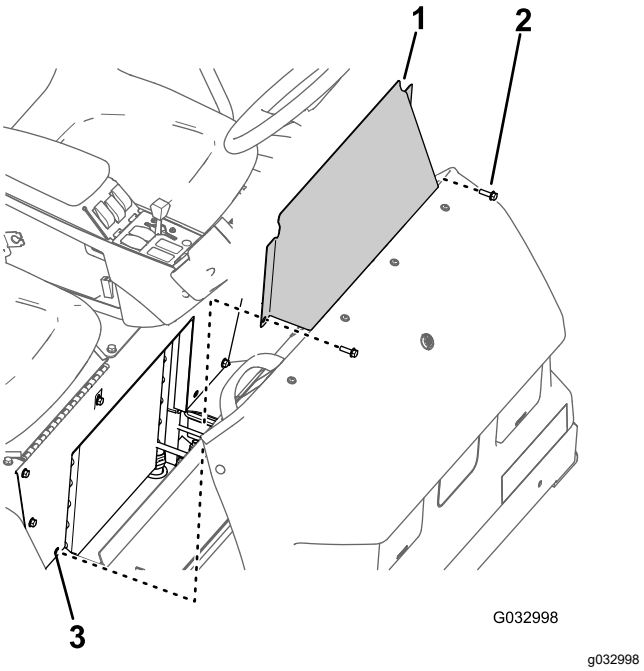

Figuur 66
1. Verwijder de 2 flenskopbouten waarmee het inspectieluik van de stoelbasis bevestigd is aan de stoelbasis (Figuur 66).
2. Verwijder het inspectieluik van de stoelbasis van de machine (Figuur 66).
1. Lijn de openingen in het inspectieluik van de stoelbasis uit met de openingen in de stoelbasis (Figuur 66).
2. Monteer het inspectieluik van de stoelbasis op de stoelbasis; gebruik hierbij de 2 flenskopbouten (Figuur 66) die u verwijderd hebt in stap 1 van Het inspectieluik van de stoelbasis verwijderen (bladz. 55).